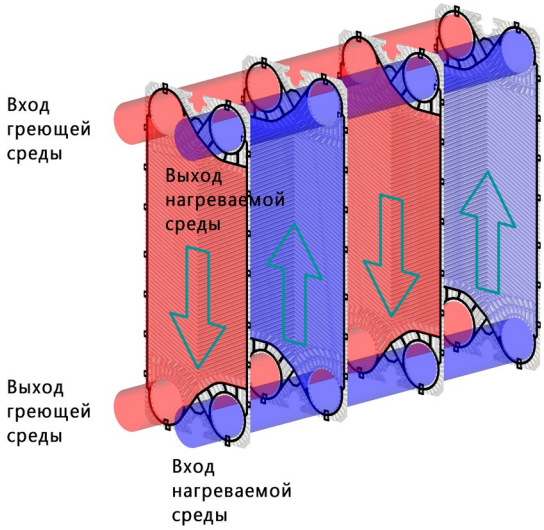

Рисунок 2. Принцип работы пластинчатого теплообменника
1.3.6. Отверстия в пластинах, накладываясь, образуют распределительные коллекторы. Полости между соседними пластинами являются каналами для прохода теплоносителя и нагреваемой жидкости. Процесс теплообмена происходит между двумя средами, перемещающимися противотоком по каналам (Рисунок 2).